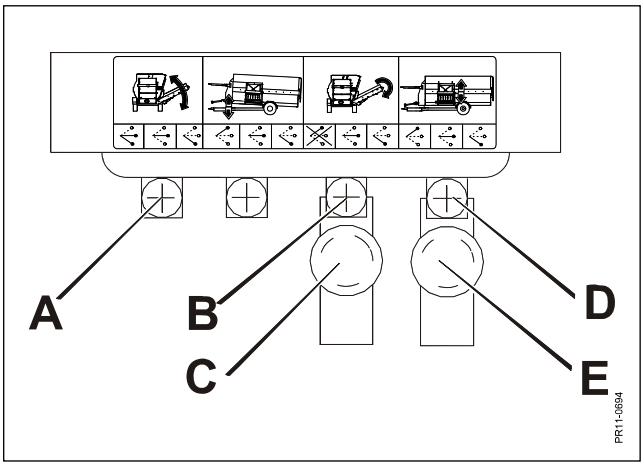

Fig. 5.11
Fig. 5.11 Elevatorn fälls ut med handtag (A). Se Fig. 5.12. Det är inte nödvändigt att fälla elevatorn helt ut för att kunna börja avlastningen. Dock är kapaciteten begränsad i dess övre område, och rekommendationen är att fälla så långt ned som möjligt.